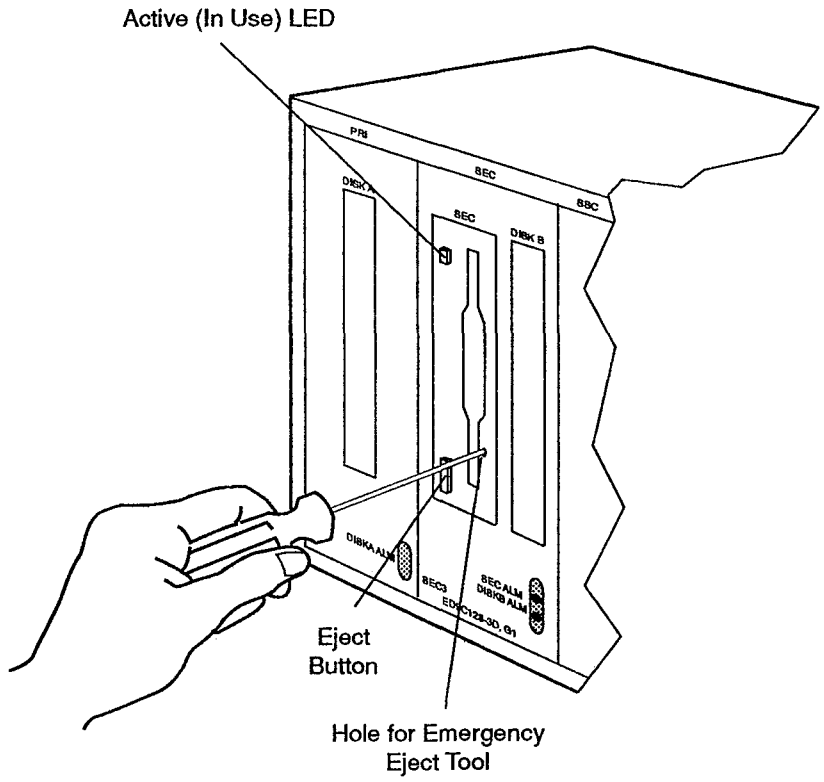

Figure 3-16. Using the Emergency Eject Tool
5. Look at the active (in use) LED on the optical drive. Figure 3-16 shows the location of the active (in use) LED.
6. Press the eject button at the bottom of the optical drive (SEC). The active (in use) LED lights until the cartridge ejects. Figure 3-16 shows the location of the eject button.
Figure 3-16 shows the hole for the emergency tool and the orientation for inserting the tool into the hole.